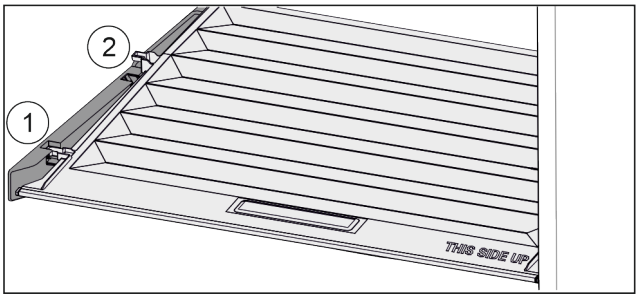

Fig. 124
▶ Deckel bis zur Öffnung in den Halteteilen nach vorne ziehen *Fig. 124 (1)*.
▶ Hinten von unten anheben und nach oben wegnehmen *Fig. 124 (2)*.